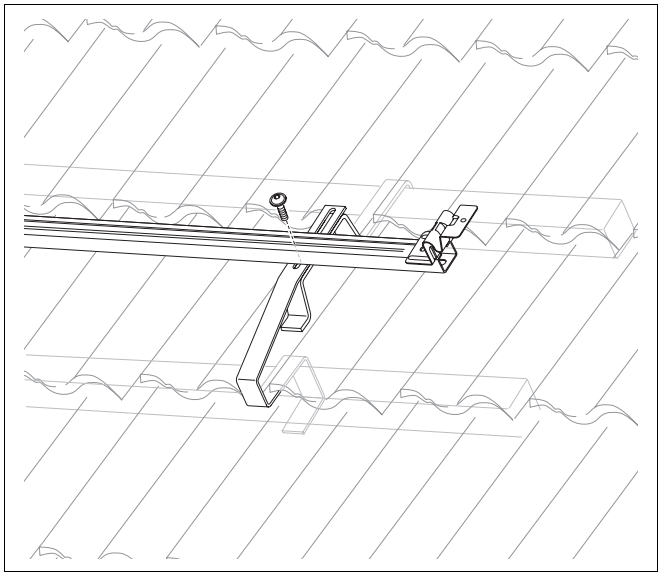

Afb. 28 Voorgemonteerde profielrails met dakhaken en bijkomende dakhaken vastschroeven
- Plaats de op de grond voorgemonteerde profielrails op de reeds gemonteerde dakhaken (afb. 28).